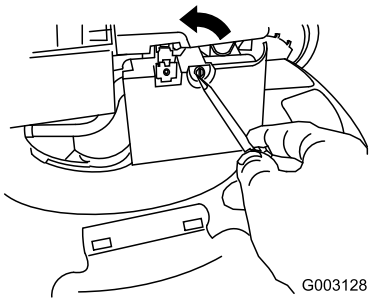

Figuur 33
2. Gebruik een schroevendraaier om het luchtfilterdeksel te openen (Figuur 33).